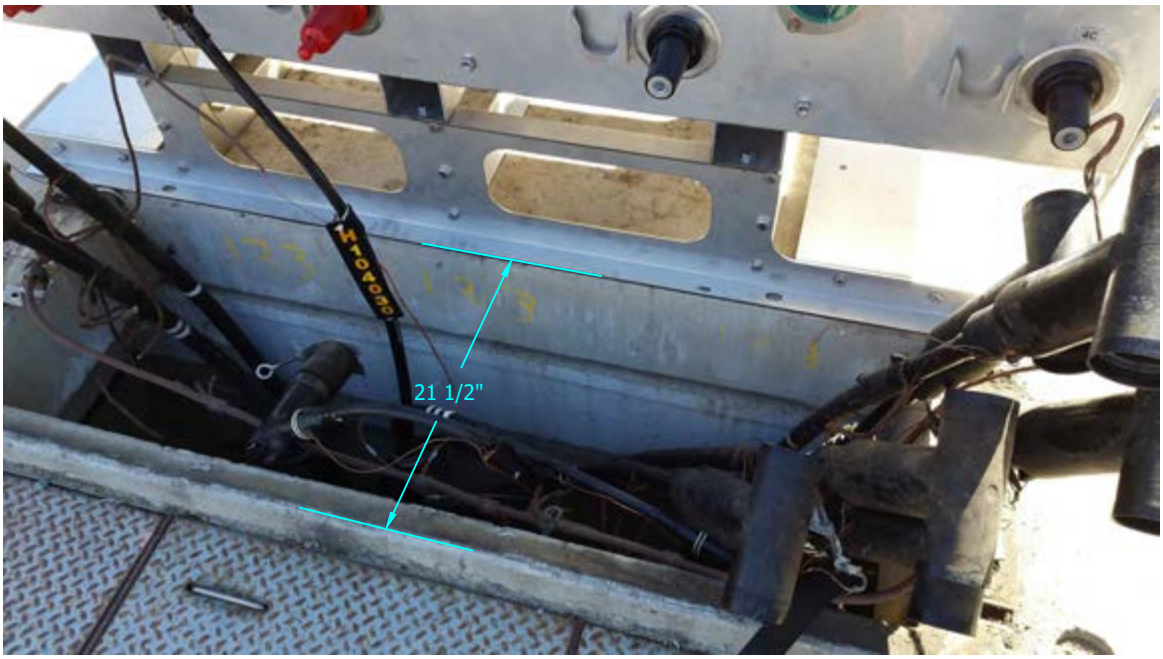

FIGURE 4
D. MOTOR OPERATOR LINKAGE REQUIRES 20-INCHES OF SPACE IN THE OPEN POSITION TO NOT IMPACT THE PADMOUNT ENCLOSURE DOORS. LEAVE 21 ½ INCHES FROM THE FACE OF THE SWITCH TO THE PADMOUNT ENCLOSURE DOORS. SEE FIGURE 4.